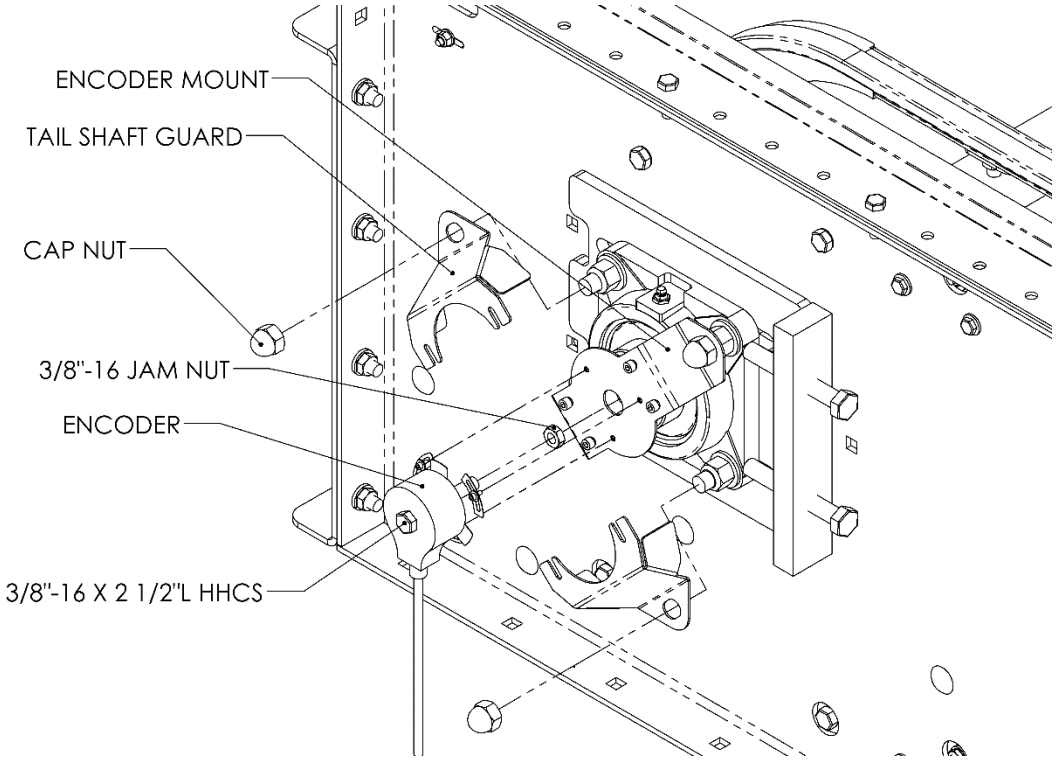

Figure 18-Tailshaft Encoder Installation
1. For purposes of controlling the knife edge and/or any optional gapper conveyors, the encoder may be mounted on either the right or left side of the sorter with no change in functionality or install/wiring procedures. Reference Figure 18 for mounting details.
8. Install (3) M3 screws to secure the stator coupling of the encoder to the encoder mount.